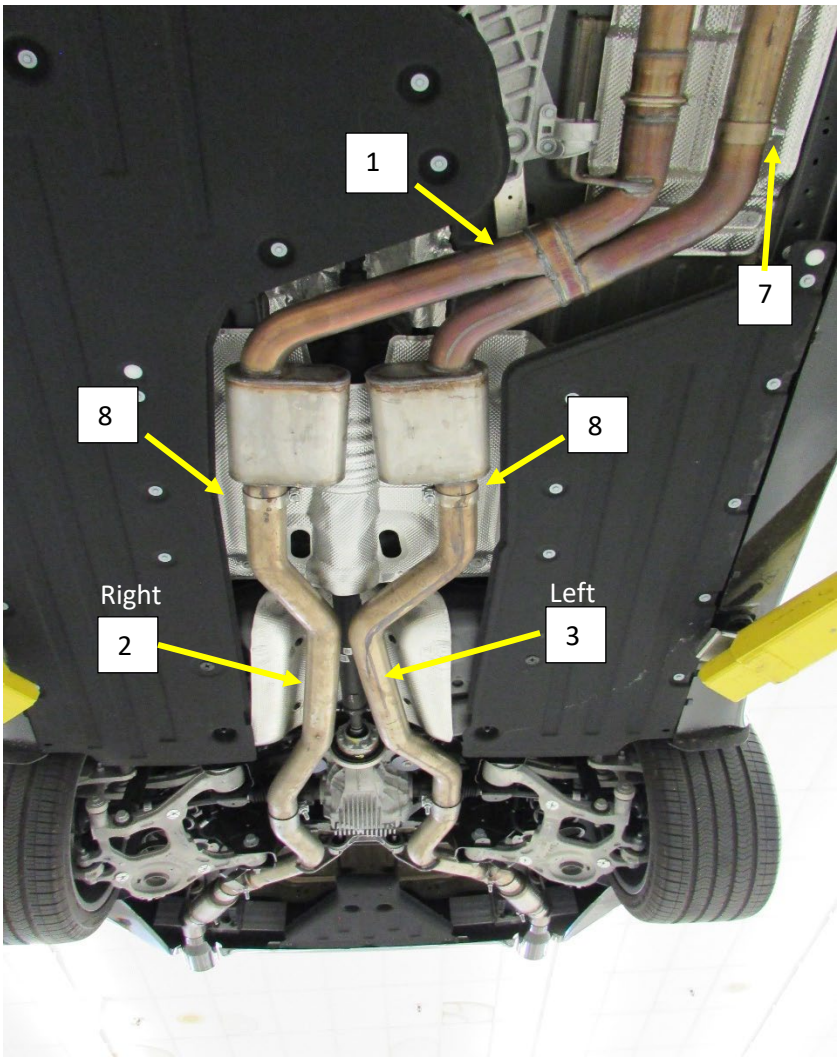

Figure.6
5. Install the Flowmaster scavenger assembly **(1)** into the vehicle and support the assembly. **Fig. 6**
7. Align the Scavenger pipe assembly in the transmission tunnel with the resonators equal distance from the under panels on either side and with ¼" air gap between the resonator and heat shield at the top. **Support the scavenger pipe in this position.** This will provide clearance of approximately ½" after the exhaust is completely installed and the supports are removed. **Fig.6**
9. Install a 3" band Clamp **(8)** on to each of the resonator expanded outlets. **Fig.6**
10. Install the left Mid Pipe **(3)** with the longer straight into the resonator. **Fig.6**
11. Install the Right Mid Pipe **(2)** with the longer straight into the resonator. **Fig.6**